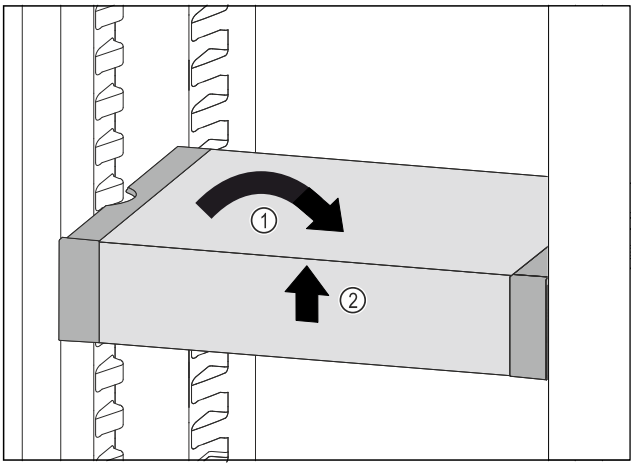

Fig. 157
▶ Predal VarioSafe postavite ravno. *Fig. 157 (1)*
▶ Predal VarioSafe dvignite spredaj. *Fig. 157 (2)*